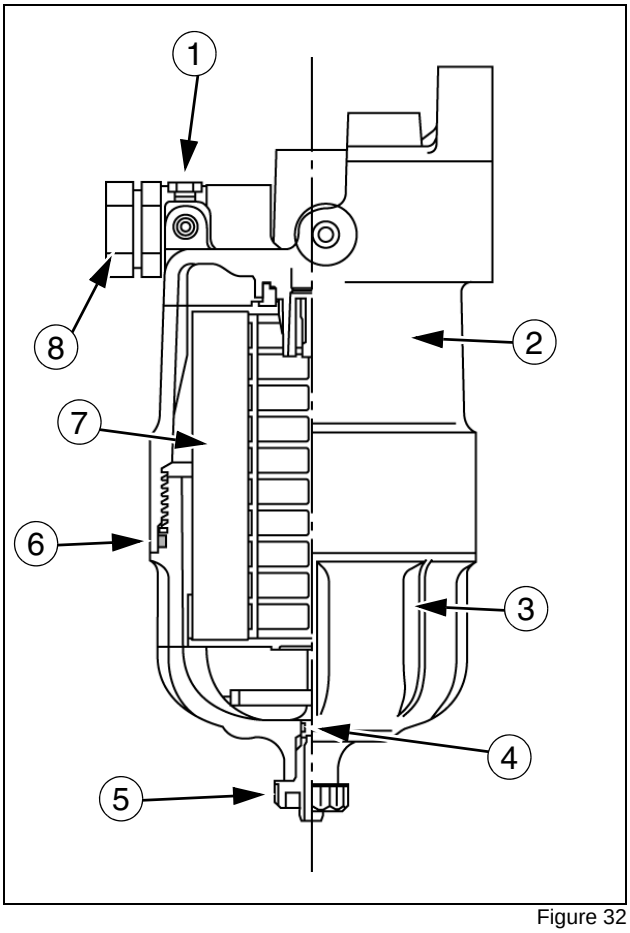

Figure 32
1. Turn the fuel shut-off valve (9) clockwise 90 degrees to close the fuel supply.
3. Loosen the air bleeding plug (1).
4. Place a receptacle of a suitable capacity under the drain plug (5) and drain the fuel.
5. Remove the case (3) counterclockwise. Remove the element (7).
8. Install the new element (7). Turn the case until the seal comes into contact with the head (2) and tighten to 20.3-.23.1 lbf ft (27.5-31.3 N m).
9. Tighten the drain plug (5) and the air bleeding plug (1).
10. Turn the fuel shut-off valve (9) counterclockwise 90 degrees to open the fuel supply as seen in the figure 32.